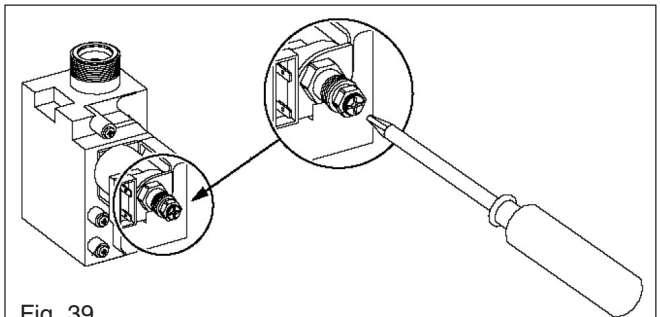

Fig. 39
7.3.2 SETTING THE MIMIMUM BURNER PRESSURE fig. 39